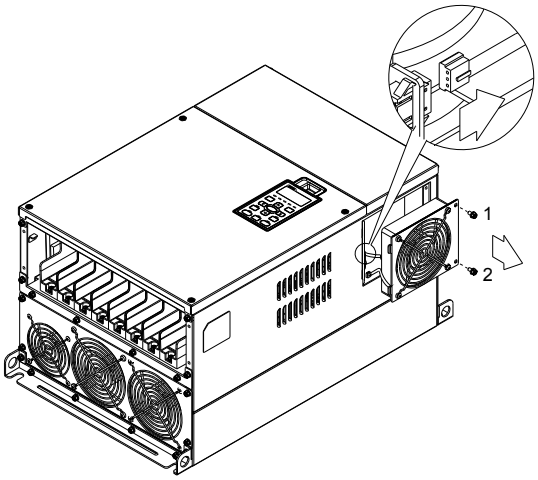

Figure 4
1. Loosen screw 1~2 (figure 4) and disconnect fan power and pull out the fan. (As shown in the enlarged picture 3) Screw1~2『Torque: 24~26kgf-cm (20.8~22.6lb-in)』